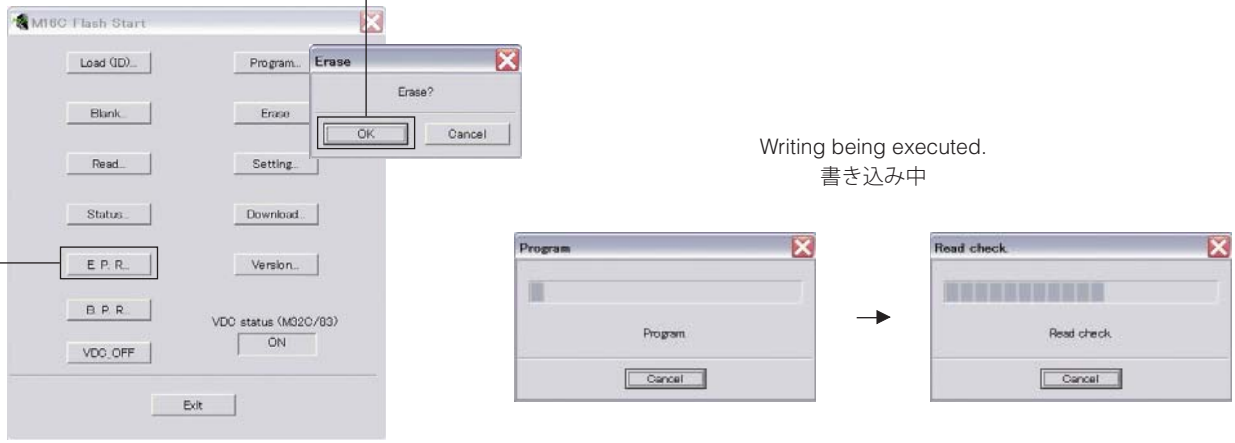

Fig. 5
6. Click [E.P.R.], then the "Erase" screen appears. (Fig. 5)
7. Click [OK] to start writing. (Fig. 5)
6. [E.P.R] をクリックすると、「Erase」が表示されます。(Fig. 5)
7. [OK] をクリックし、書き込みを開始します。(Fig. 5)